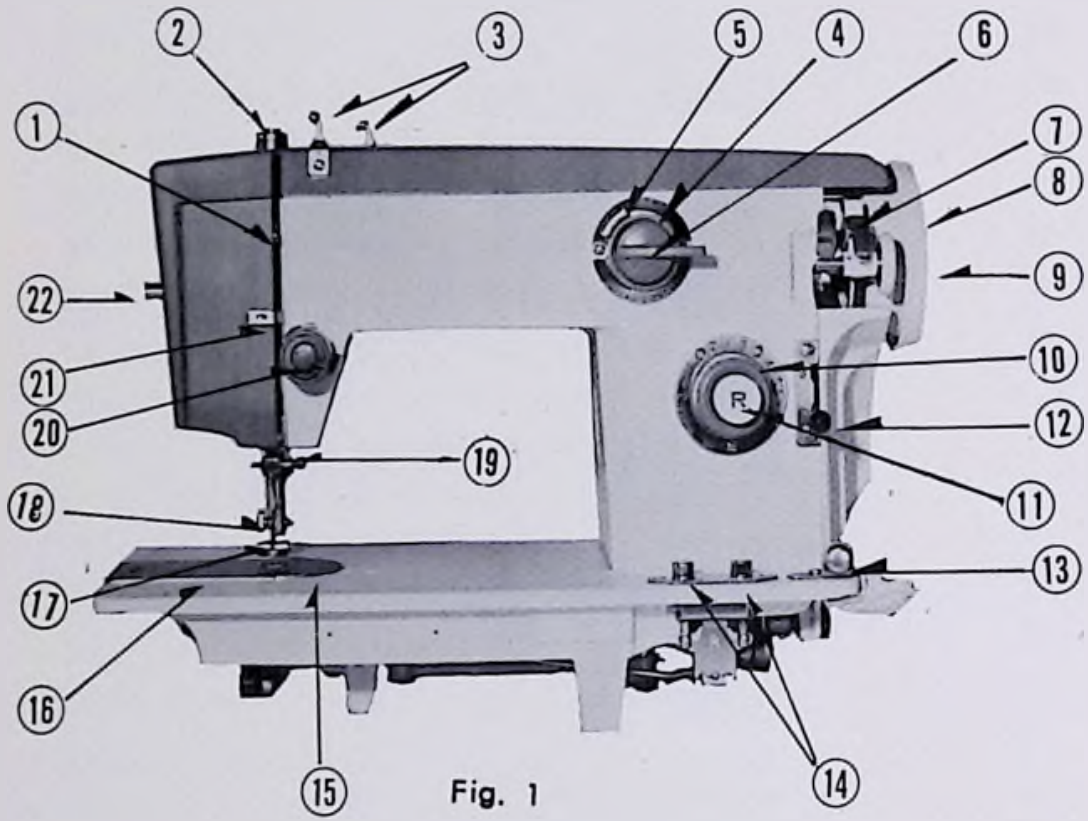
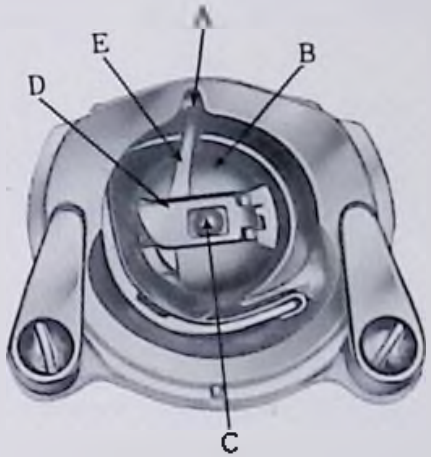

Fig. 1
Fig. 11
Raise needle bar to highest position, and slide cover plate to the left. (See 17 Fig. 1) Hold the bobbin case latch, (D, Fig. 11) between the thumb and forefinger of the left hand, with at least three inches of thread running from the top of the bobbin case to the right. Insert and center the bobbin case on the stud of the shuttle body, (C). Be sure the bobbin case finger, (E), is opposite the shuttle race notch (A). Press the bobbin case (B) into the shuttle as far as possible until latch catches on the center post of the shuttle. THEN release the bobbin case latch, (D). Press bobbin case again after latch has been released to make sure the bobbin case is locked securely in place. Close the cover plate.